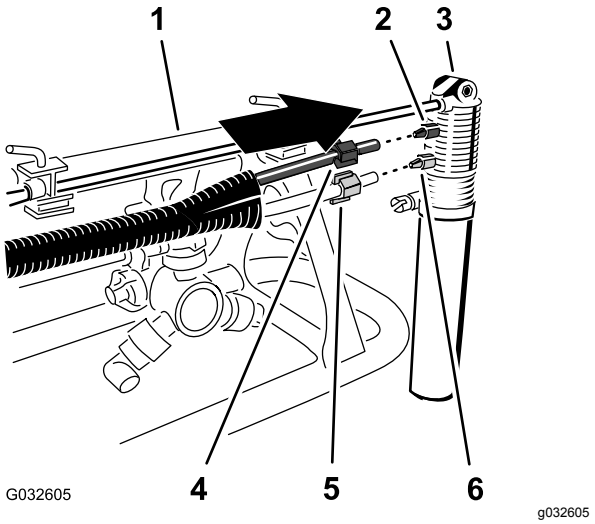

Figur 28
1. Trä den blå kompressionsmuttern över ändarna på det blåa röret och den vita kompressionsmuttern över det genomskinliga röret (Figur 28).
2. Rikta in det genomskinliga rörets ände med den vita kompressionsmuttern mot skummarkörsmunstyckets vita koppling och dra åt kompressionsmuttern för hand (Figur 28).
3. Rikta in det blå rörets ände med den blå kompressionsmuttern mot skummarkörsmunstyckets blå koppling och dra åt kompressionsmuttern för hand (Figur 28).